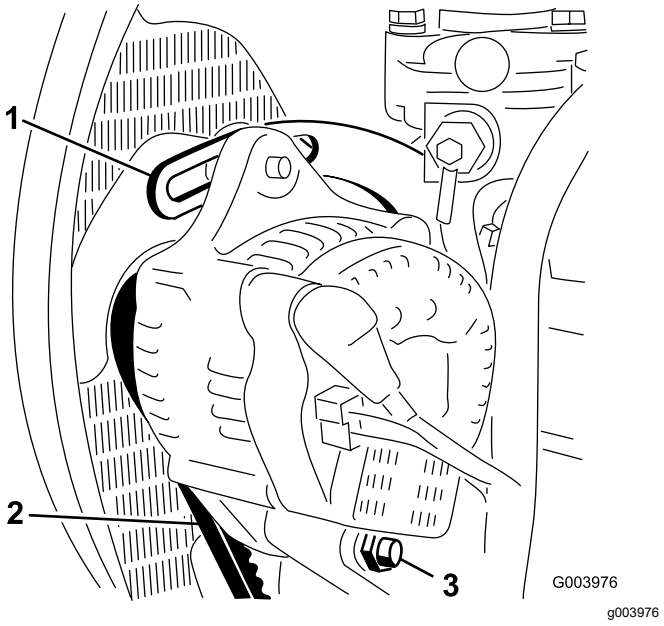

**Figuur 115**
3. Controleer de spanning van de riem van de wisselstroomdynamo door deze (Figuur 115) midden tussen de poelies van de wisselstroomdynamo en de krukas in te drukken met een kracht van 10 kg.
4. Draai de bout los waarmee de wisselstroomdynamo aan de beugel en de scharnierbout van de wisselstroomdynamo is bevestigd (Figuur 115).